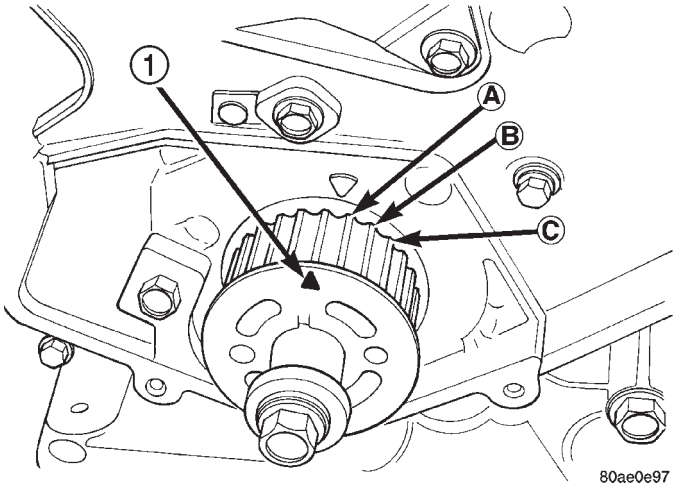

Abb. 73 Ausrichten des Kurbelwellenrads
(1) Kurbelwellenrad in Stellung OT bringen. Dazu die Ausrichtmarkierung am Kurbelwellenrad zur Pfeilmarke auf dem Ölpumpengehäuse ausrichten. Danach Kurbelwellenrad bis 3 Kerben vor OT zurückdrehen (Abb. 73).
(2) Nockenwelle in Stellung OT bringen. Dazu die Ausrichtmarkierung am Nockenwellenrad zur Pfeilmarke auf der Rückseite der Zahnriemenabdeckung ausrichten (Abb. 73).